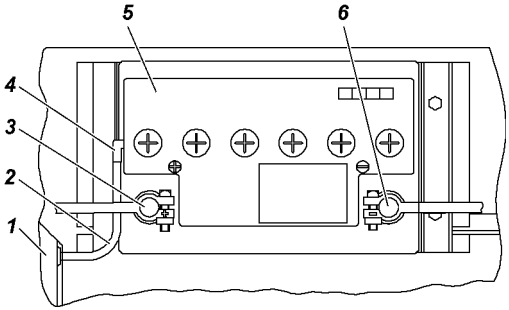

Рис. 9.40. Аккумуляторная батарея автомобилей УАЗ-220695, УАЗ-396255, УАЗ-396295:
Батарея установлена в кабине с левой стороны за брызговиком колеса. На автомобилях УАЗ-220695, УАЗ-396295 и УАЗ-396255 применяется аккумуляторная батарея с вентиляционной трубкой. Трубка 2 (рис. 9.40) выведена за пределы салона автомобиля в подкапотное пространство. Если при нормальной эксплуатации автомобиля батарея постепенно разряжается или чрезмерно заряжается генератором и электролит начинает "кипеть", то необходимо проверить работу генератора.
1. Отсоедините трубку 2 (рис. 9.40) от аккумуляторной батареи 5;